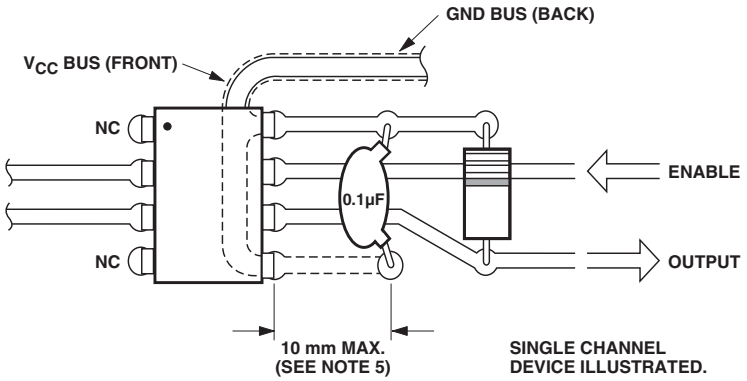

Figure 17. Recommended printed circuit board layout
5. Bypassing of the power supply line is required, with a 0.1 µF ceramic disc capacitor adjacent to each optocoupler as illustrated in Figure 17. Total lead length between both ends of the capacitor and the isolator pins should not exceed 20 mm.